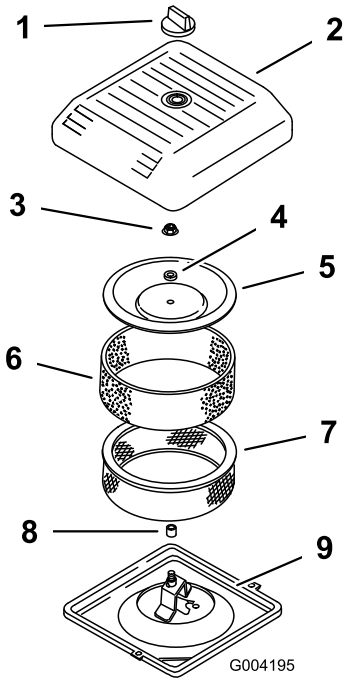

Figur 15
2. Skruva av ratten och ta bort luftrenarkåpan (Figur 15).
3. Skjut försiktigt bort skumförfiltret från pappersinsatsen (Figur 15).
4. Skruva bort kåpans mutter och ta bort kåpan, distansbrickan och pappersfiltret (Figur 15).
2. Sätt dit luftrenaren på luftrenarbasen (Figur 15).
3. Montera kåpan och distansbrickan, och fäst kåpan med kåpmuttern (Figur 15). Dra åt muttern till ett moment på 10,7 Nm.
4. Sätt tillbaka luftrenarkåpan och dra åt den med ratten (Figur 15).